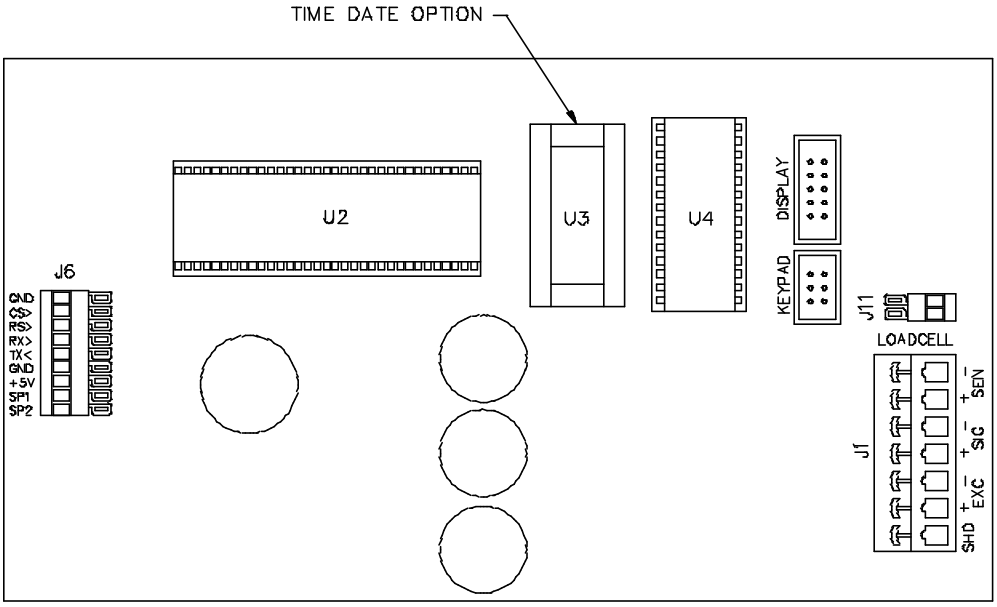
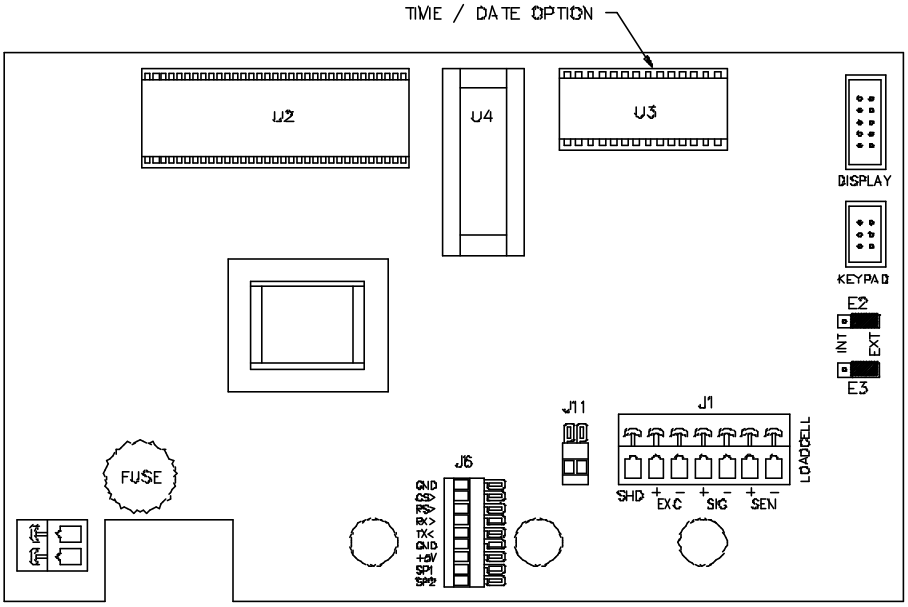

Figure 16-1 Time/Date Option Installation on Main Board PC777C
Figure 16-2 Time/Date Option Installation on Main Board, PC800
e. Refer to Figure 16-1, Time/Date Option Installation on Main Board PC777C or Figure 16-2, PC800. Locate the U3 RAM IC on the Main Board PC777, PC800 or U3 on a 455. It is a large 28 pin IC located under the display module (standard enclosure types), near the display ribbon cable.